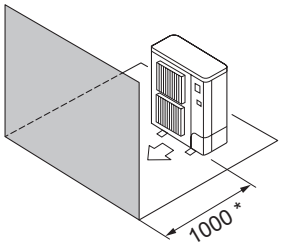

Fig. 2-10
④ Hindernisse nur auf der Vorderseite (Fig. 2-10)